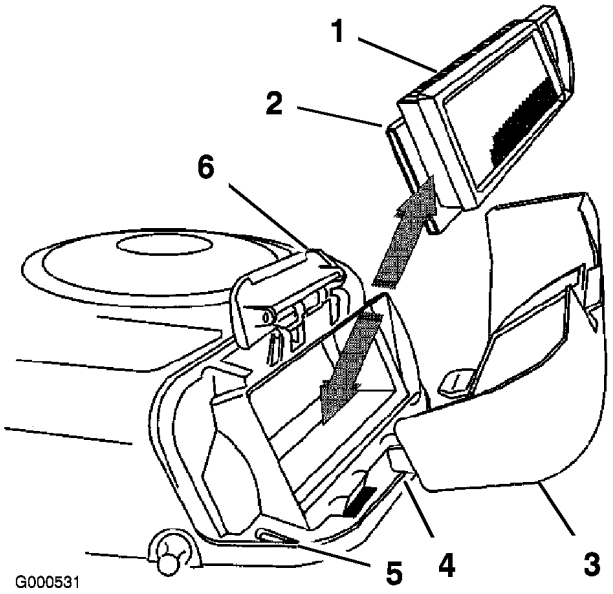

Figure 22
4. Sortez avec précaution les éléments en papier et en mousse du carter de soufflante (Figure 22).
2. Placez les languettes du couvercle du filtre à air en face des fentes du carter de soufflante (Figure 22). Accrochez la poignée sur le couvercle et appuyez dessus pour verrouiller le couvercle en place.